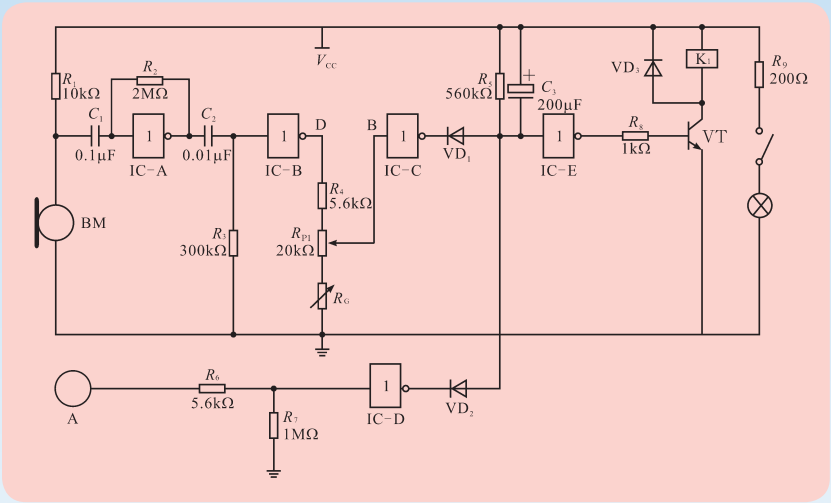

图 5.1　自动灯控制电路
实现上述电子控制功能可以有多种电路选择，图 5.1 是采用数字门电路的一种简单可靠的方案。
该控制电路（图 5.1）采用一个六非门 CMOS 电路 CD4069 组成信号转换和逻辑判断功能，包括声控电路、光控电路、触摸控制电路、延时电路、继电器驱动电路等。通过声、光和触摸传感器，实现我们所需要的控制功能，由电磁继电器作为控制执行部件控制灯的亮灭。
声控电路——声控电路由驻极体话筒 BM，非门 IC-A，电阻 R_1、R_2，电容 C_1、C_2 组成。有声响时，驻极体话筒将声波信号转换成随声波变化的电压信号，通过电容 C_1 加到非门 IC-A 的输入端。非门 IC-A 和电阻 R_2 构成数字门电路的一种特殊应用——电压放大器，其中 R_2 的作用是使非门 IC-A 在无声响时保持在状态转换区中，这样只要输入电压有很小的变化，就会使输出电压有较大的变化。在图 5.1 的电路中，有声响时 IC-A 输入端电压升高，经 IC-A 放大后，输出变成低电平，再经非门 IC-B 反相输出高电平，使非门 IC-C 输出端变为低电平，并使二极管 VD_1 导通。非门 IC-E 的输出端变为高电平，三极管 VT 饱和导通，继电器 K_1 吸合，指示灯亮。
（1）按图 5.1 制作自动灯的控制印制电路板。
5. 电路调试（参见图 5.1）